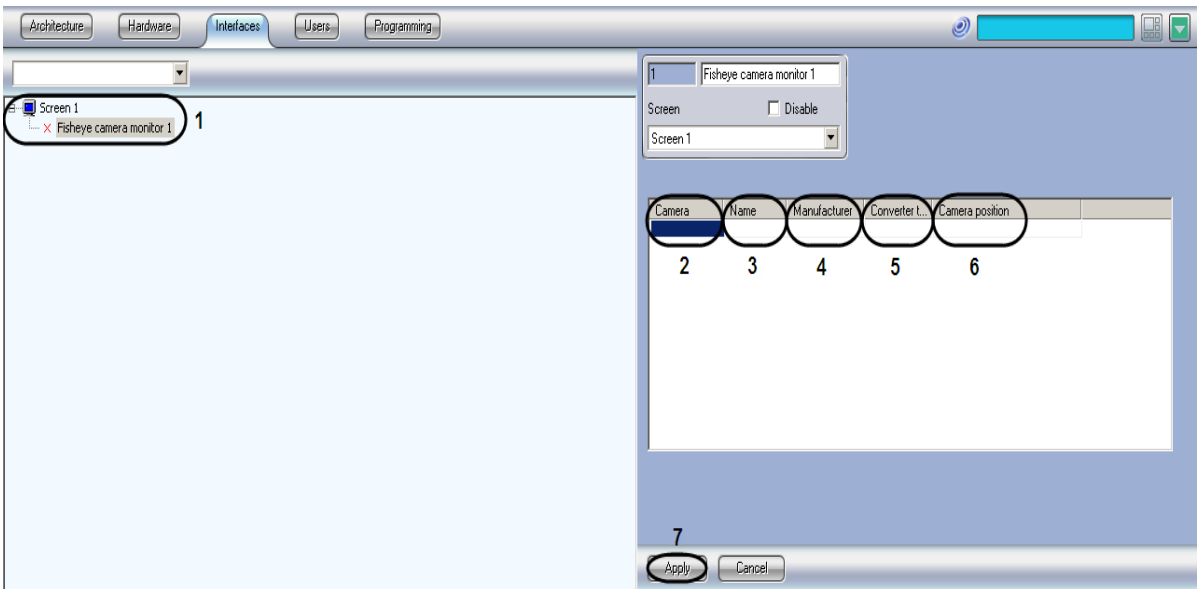

Figure 8.5-1 Configuring the Fisheye camera monitor object
1. Create the "Fisheye camera monitor" object based on the "Screen" object in the interface tab of the "System Settings" dialog box (Figure 8.5-1, 1)
2. In the “Camera” drop-down list select the number of a fisheye camera, video from which is to be processed (Figure 8.5-1, 2).
3. Left-clicking the “Camera” field it is automatically filled with the name of the selected camera (Figure 8.5-1, 3).
4. Left-clicking the “Manufacturer” field it is automatically filled with the type of video capture card on the base of which the “Camera” object is created (Figure 8.5-1, 4).
5. In the “Converter type” drop-down list select the type of a converter (Figure 8.5-1, 5).
6. In the “Camera position” drop-down list select the value corresponding to the position of the selected camera (Figure 8.5-1, 6).
7. To save all the changes click the “Apply” button (Figure 8.5-1, 7).